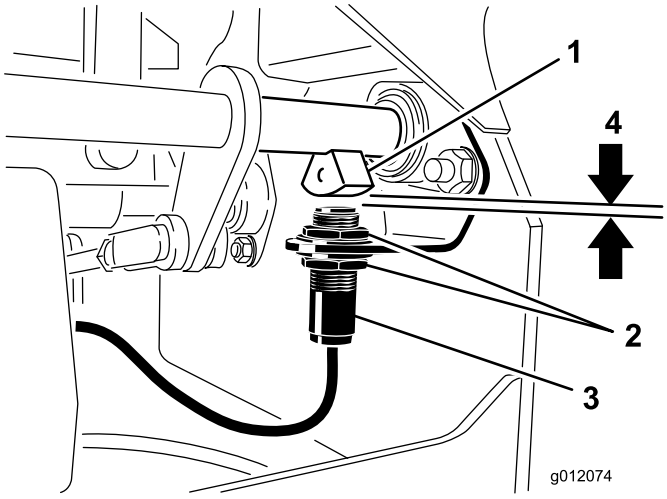

**Figur 51**
4. Flyt kontakten op eller ned på beslaget, indtil afstanden mellem bremseakselsensoren og kontaktstemplet er 3,9 mm (Figur 51).